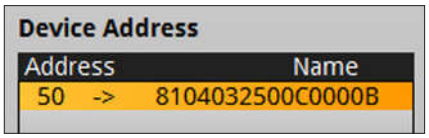

Figure 28. New Name Value.
2. Change the Device Address to 50 in the CAN bus Device Element. Also change the Name as seen in Figure 28.